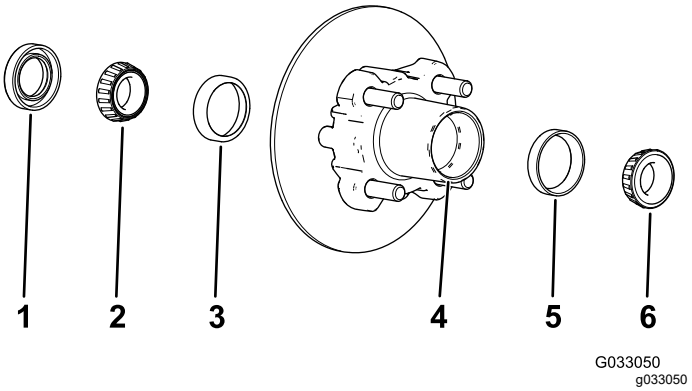

Figur 35
1. Fjern det utvendige lageret og kulesetet fra navet (Figur 35).
2. Fjern tetningen og det innvendige lageret fra navet (Figur 35).
5. Ren navets hulrom for fett, smuss og andre rester (Figur 35).
7. Fyll navets hulro 50–80 % fullt med spesifisert smørefett (Figur 35).
8. Monter det innvendige lageret på den innvendige siden av navet, og monter tetningen (Figur 35).